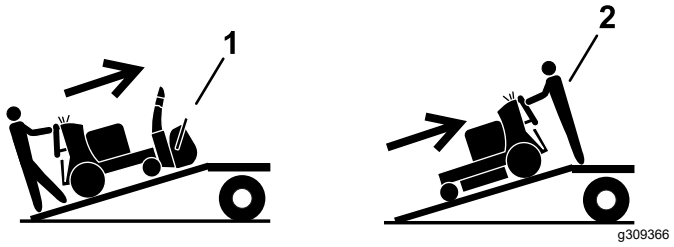

Figura 31
- Si el accesorio no está instalado, cargue la máquina con la parte trasera hacia arriba en la rampa (Figura 31).